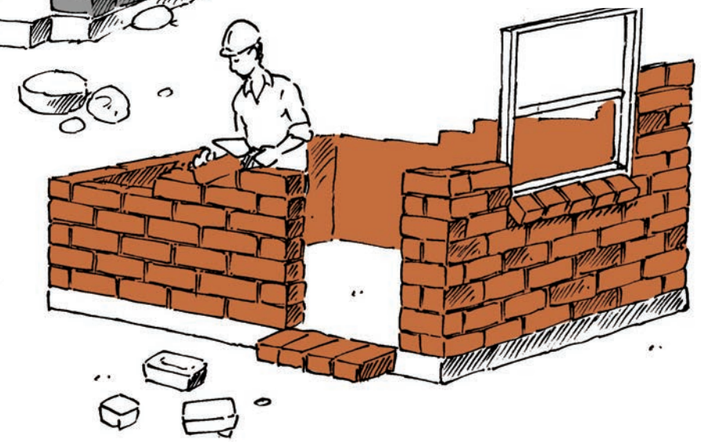

Figure 11: House D
4. (a) What material is being used to build the house in Figure 11?
(c) What tools are being used by the people building the house in Figure 11?